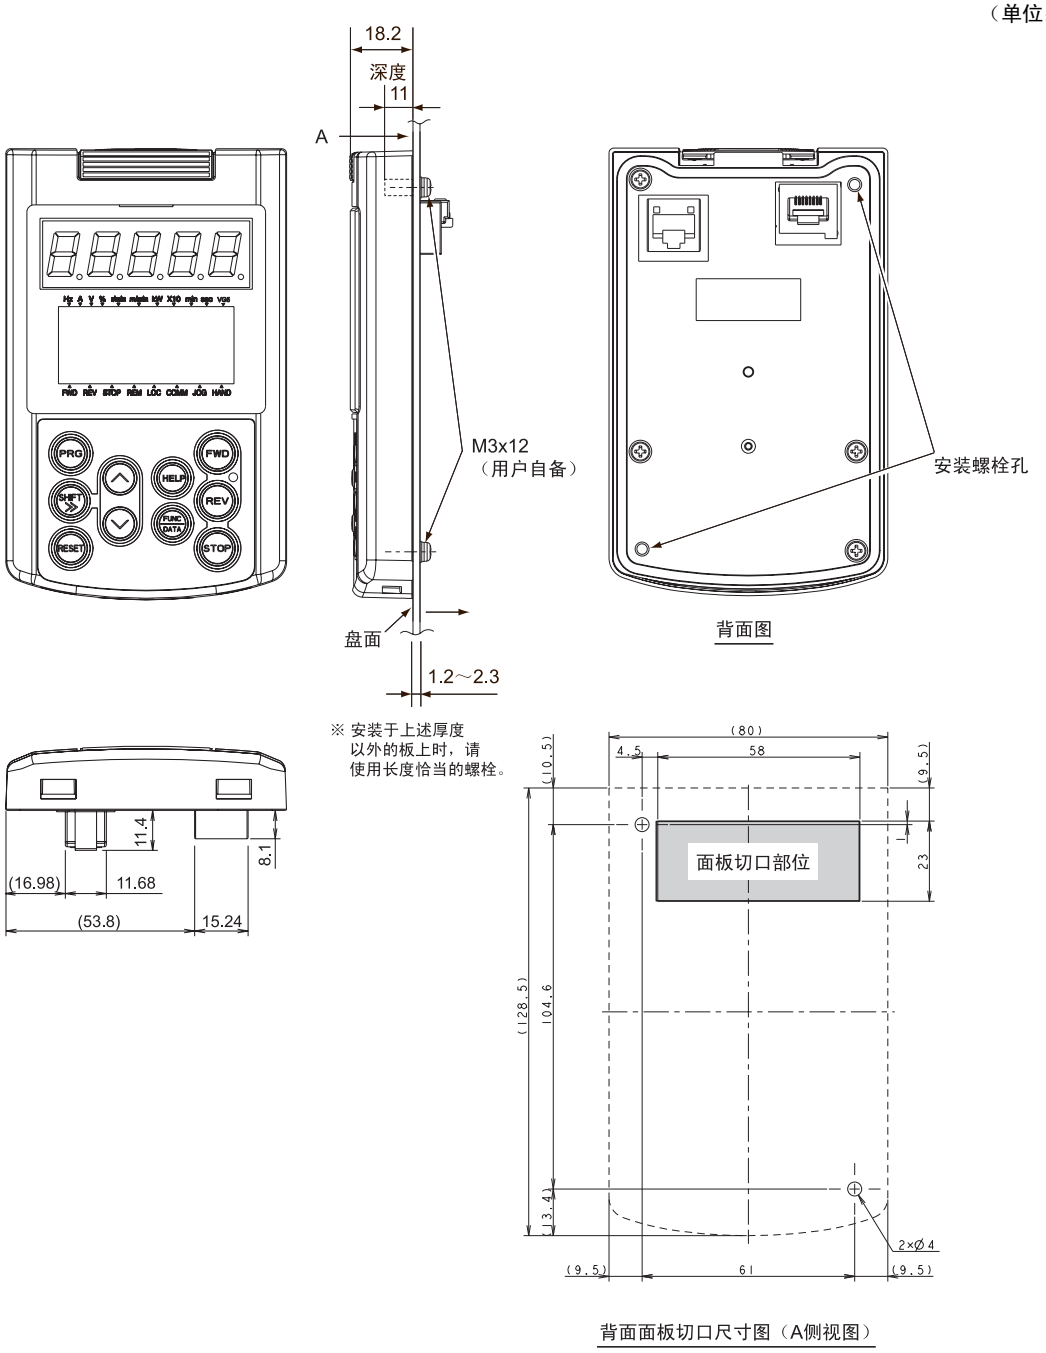

图 3.3.26　安装螺栓孔位置和盘面切割尺寸
(1) 如图 3.3.26 所示，在安装操作面板的盘面上进行盘面切割。另外，请准备适当长度的螺栓。